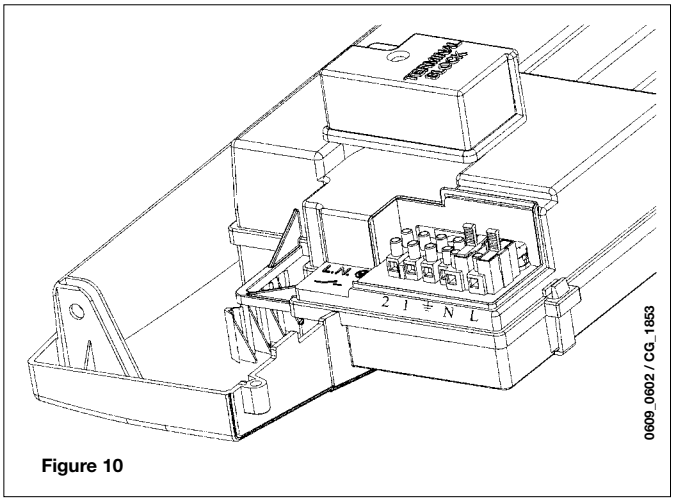

Figure 10
- ôter le couvercle et accéder à la zone des branchements électriques (Figure 10).
- accéder au bornier d'alimentation (figure 10);
- connecter le thermostat d'ambiance aux bornes (1) - (2) et retirer le shunt.